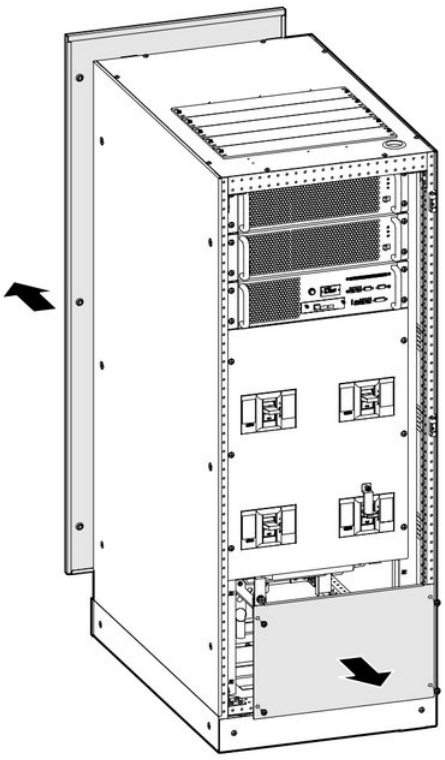

FIGURE 3-33 Remove the back and top wiring cover plate of 160K, 200K
1. Open the door and remove the front and rear wiring cover plates. The cover plate positions of the 200K are shown in Figure 3-33.